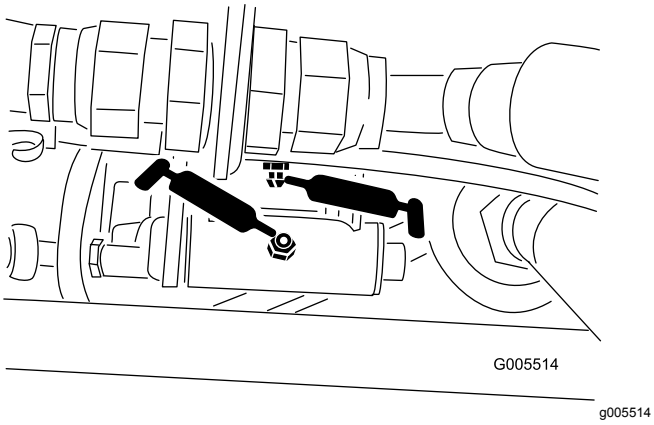
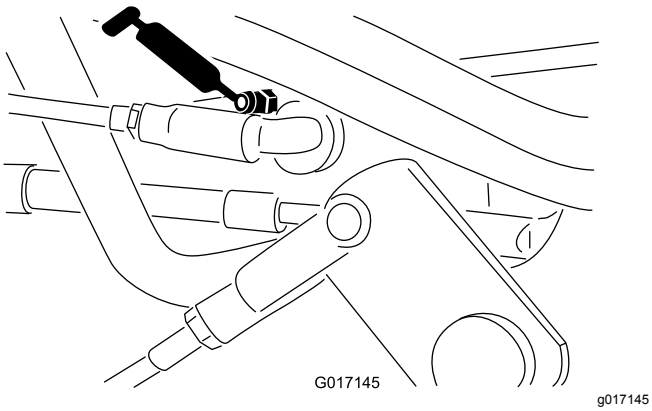

Figuur 43
Figuur 44
- Rijsnelheidshendel (Figuur 43 en Figuur 44)